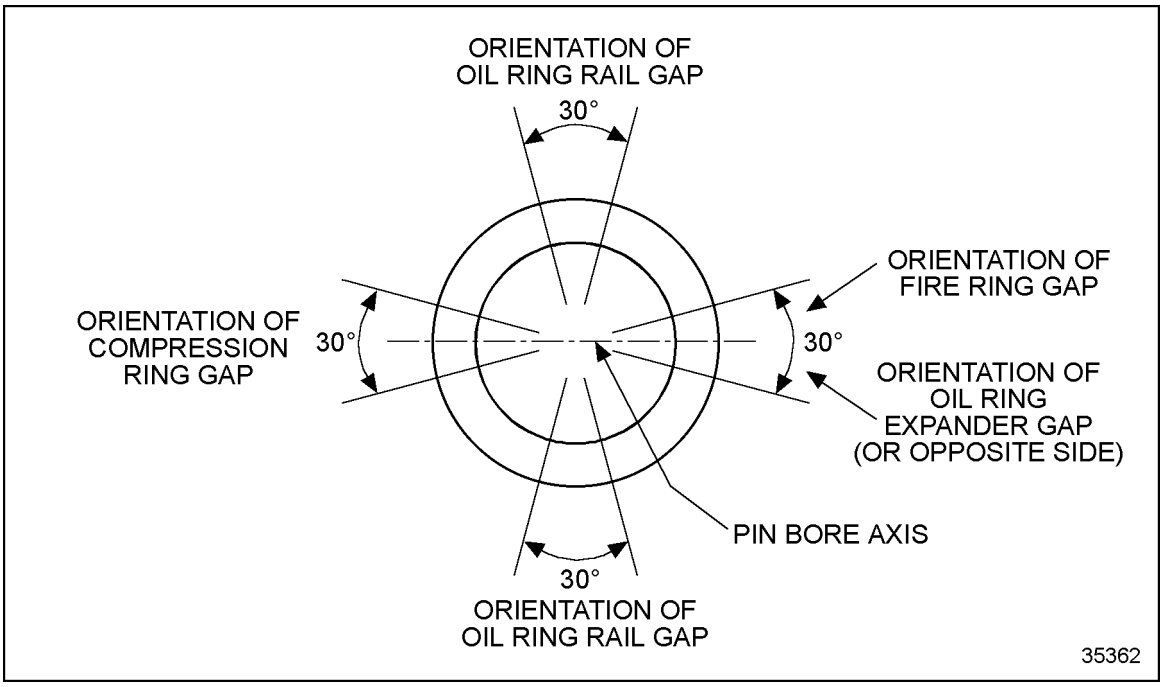

Figure 1-274 Top View of Piston Dome
3. Stagger the ring gaps around the piston. See Figure 1-274.